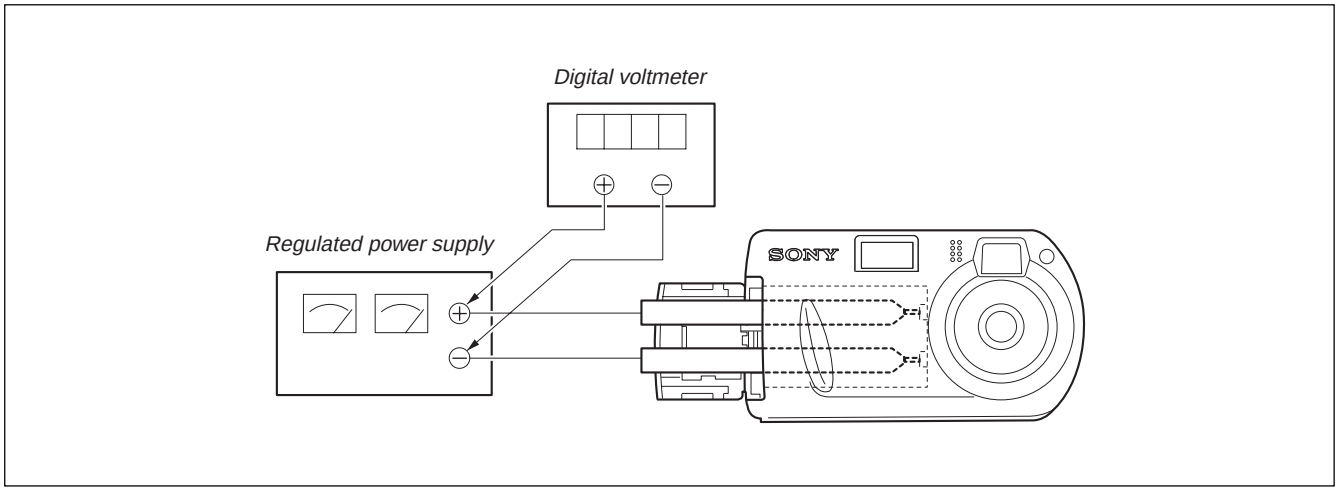

Fig. 6-1-20.
1) Connect the regulated power supply and the digital voltmeter to the battery terminal as shown in Fig. 6-1-20.